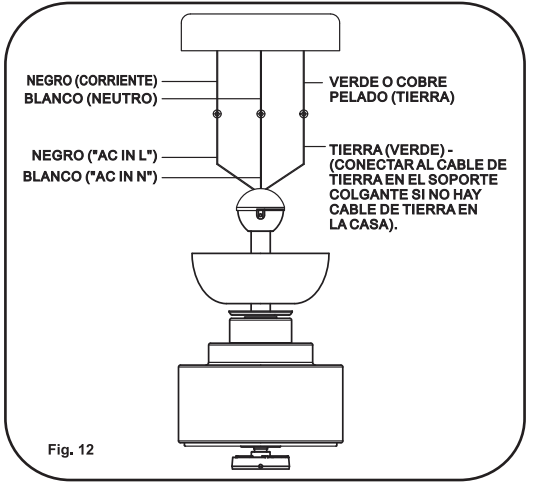

Fig. 12
Paso 1. Conexiones eléctricas de los cables de suministro del motor a la casa: conecte el cable BLANCO (neutro) de la caja de distribución al cable BLANCO marcado 'AC in N' del motor. Conecte el cable NEGRO (corriente) de la caja de distribución al cable NEGRO marcado 'AC in L' del motor. Fije todas las conexiones con las tuercas de plástico incluidas. (Fig. 12)
Paso 2. Si su caja de distribución tiene un cable a TIERRA (verde o cobre pelado) conecte este cable a los cables de Tierra de la esfera de suspensión y el soporte de suspensión. Si su caja de distribución no tiene un cable a tierra, una los cables de la esfera de suspensión y del soporte de suspensión de tierra. Fije la conexión con la tuerca de plástico incluida. (Fig. 12)